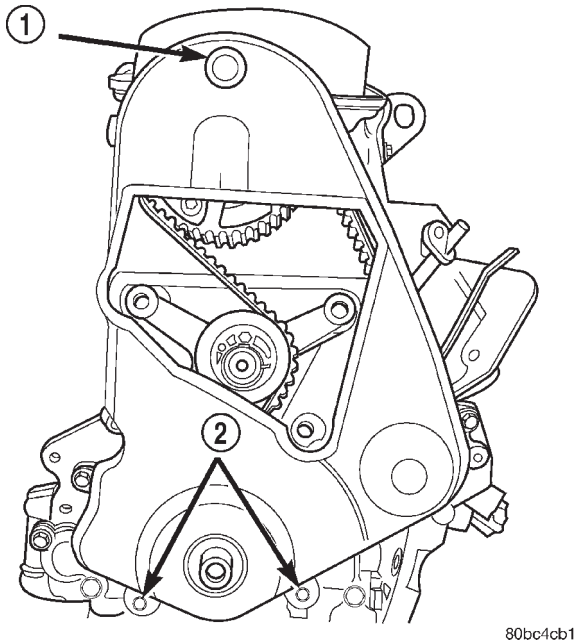

Abb. 71 Zahnriemenabdeckung
(10) Vordere Zahnriemenabdeckung demontieren (Abb. 71).